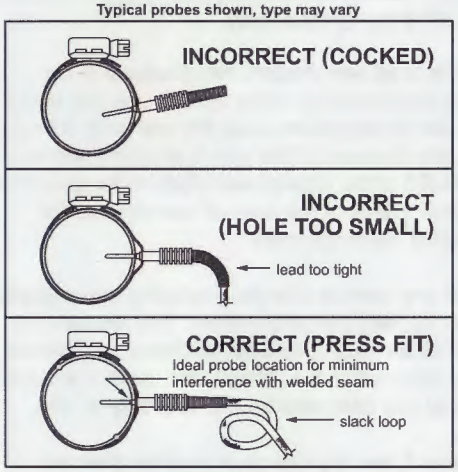

Figure1. Welded Boss Type
6. Allow enough slack in probe lead to provide a finger-sized loop (see **Figure 1**) to minimize strain on wire and secure remainder of lead to engine/airframe away from exhaust pipe.